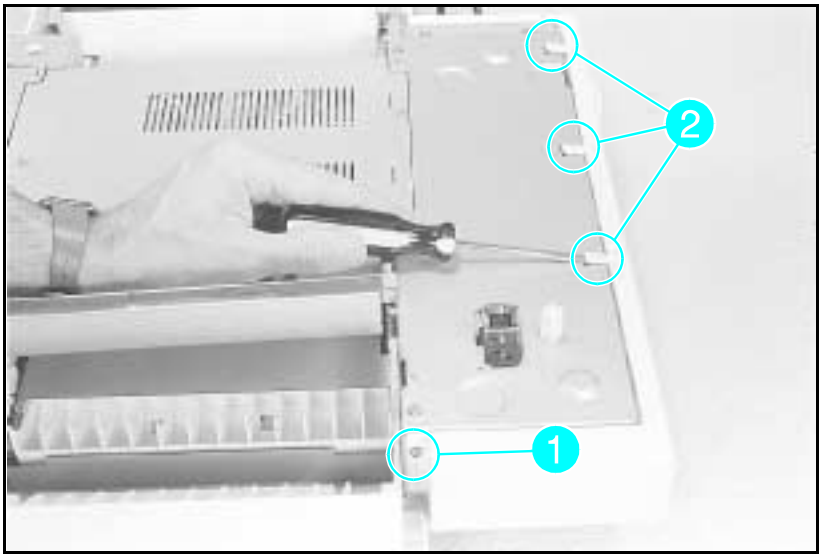

Figure A-6 Side Cover
2 Remove the (1) screw shown in Figure A-6, callout 1.
3 Release the (3) latch points with a flat screwdriver and rotate the cover downward (see Figure A-6, callout 2).